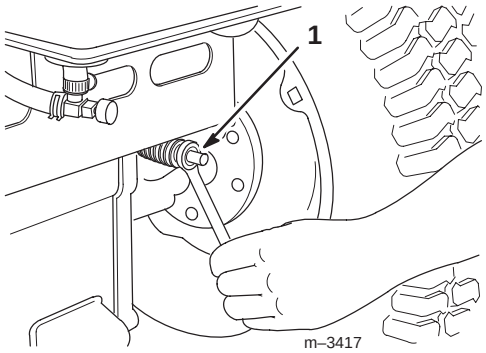

Bild 37
Die Bremseinstellvorrichtung befindet sich hinter der linken Seitenwand (Bild 37). Wenn die Feststellbremse den Traktor nicht sicher hält, muss diese eingestellt werden.
4. Drehen Sie die Bremseneinstellmutter (Bild 37), bis Sie ein Spiel von 51 mm erreicht haben.